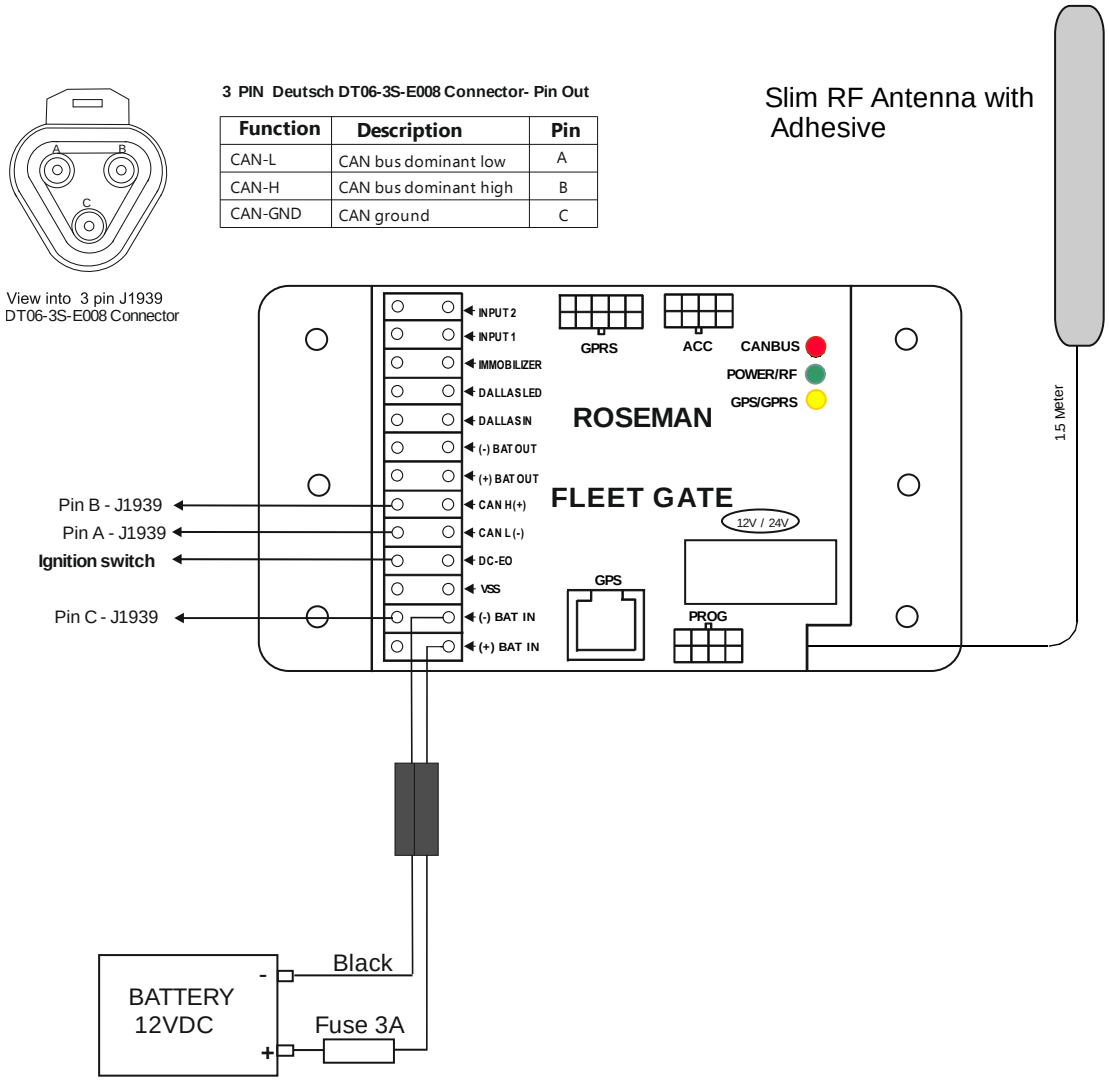

Figure 7: Wiring Diagram for FG3 with CAN Bus Interface (3-pin connector) for Heavy Duty Vehicles
1. Run a wire from the vehicle ignition switch (or start/stop button on some hybrid models) to the DC-EO terminal on the FG3 (refer to Figure **5**: **Wiring** Diagram **for** FG3 with CAN Bus Interface for Light Duty Vehicles, Figure 6: Wiring Diagram for FG3 with CAN Bus Interface for Heavy Duty **Vehicles**, Figure 7: Wiring Diagram for FG3 with CAN Bus Interface (3-pin connector) for Heavy Duty **Vehicles**)